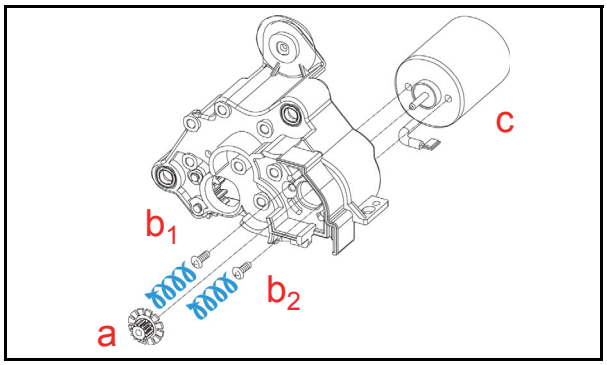

Figure 4-22 Stacker & Transport Motor Removal
1. Remove the Gear TR-ST Motor (See Figure 4-22 a) and the two (2) mounting Screws (See Figure 4-22 b_1 & b_2) retaining the Motor Module in place.
2. Remove the Stacker Motor (See Figure 4-22 c) from the Motor Module Assembly.